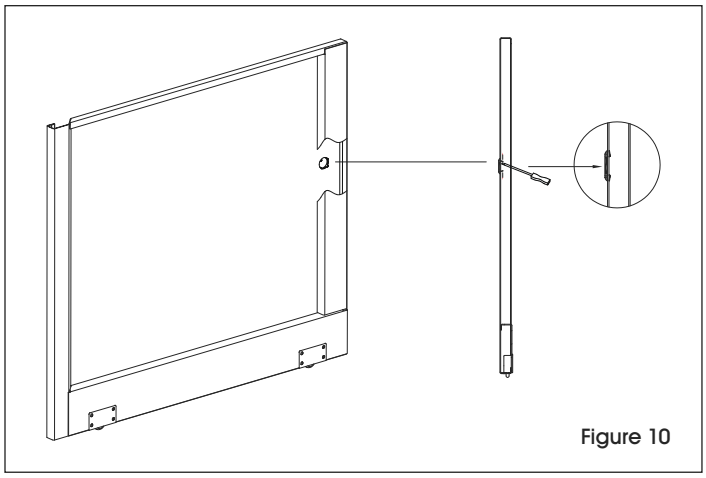

Figure 10
11. Use a flathead screwdriver to secure lock cover to door by folding cover tabs onto inside of door. (See Figure 10)